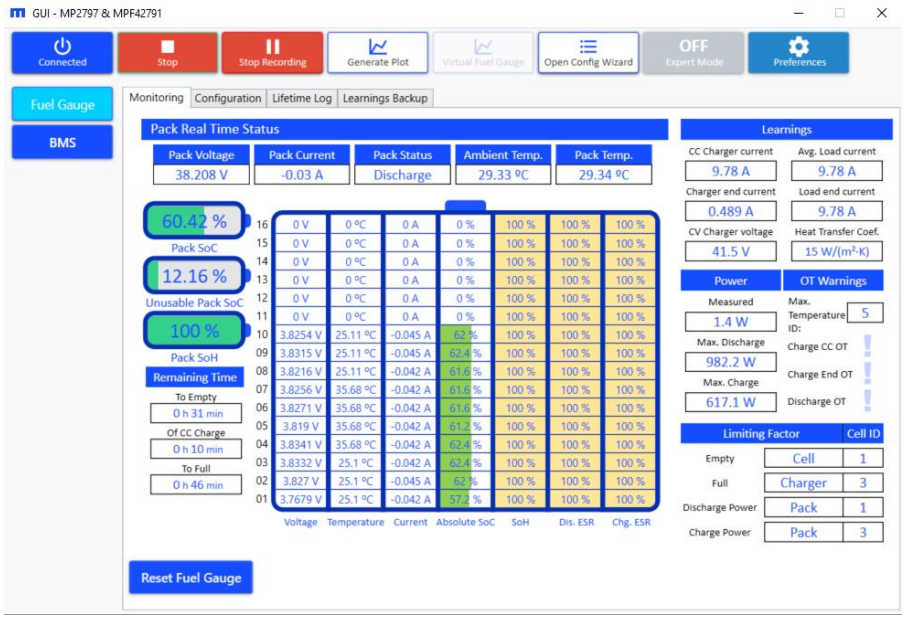

Figure 55: Recording
1. While the GUI reads the monitoring registers, the "Record" button is enabled (see Figure 55).
3. Click "Stop Recording" to stop logging into the .csv file (see Figure 55).